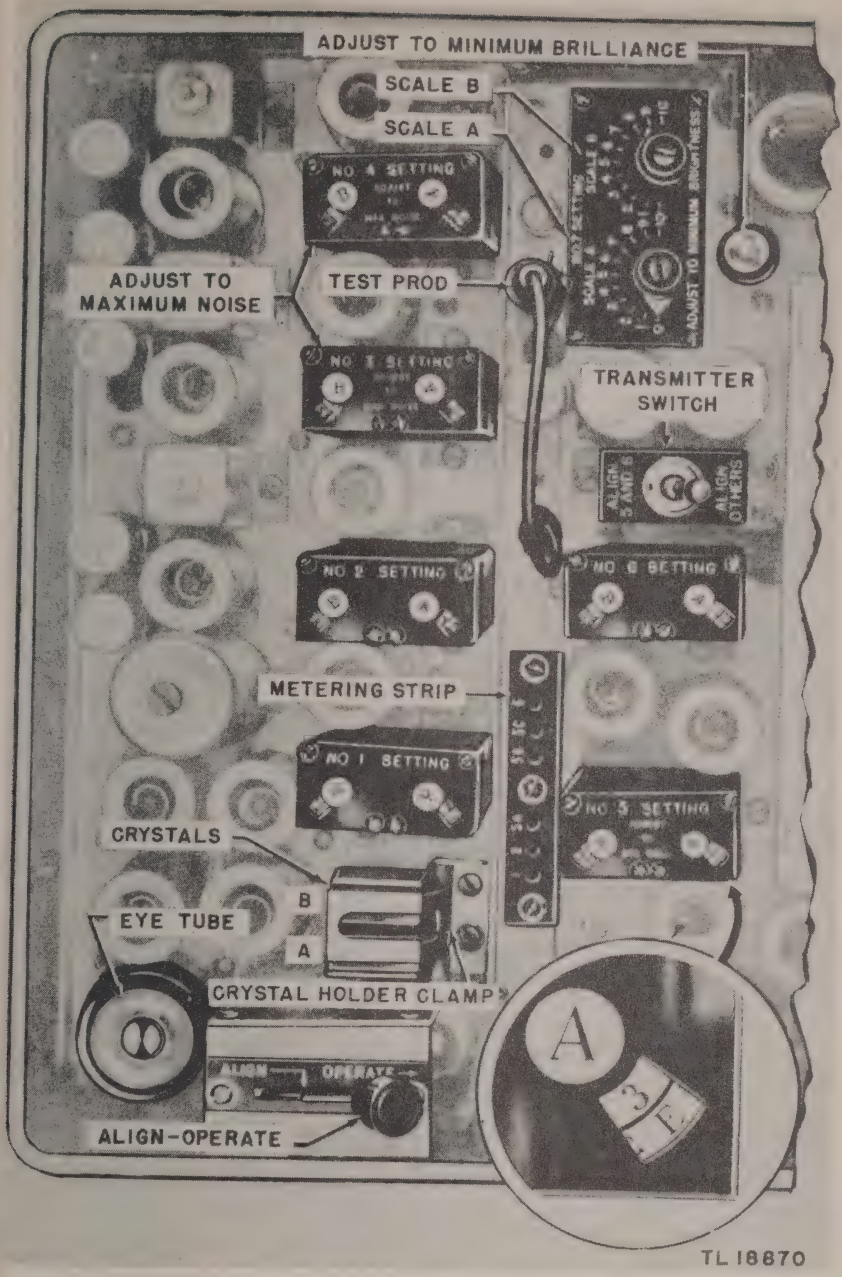

Figure 58. Receiver-Transmitter BC-1335, top view of chassis, components used in presetting.
m. Set all counters to I-6 and install (fig. 51). Make sure they operate freely and without binding. Be sure that counters labeled A are in the proper position as indicated by the illustration in the top cover of Receiver-Transmitter BC-1335 or in figure 58.
NOTE: Counters on SETTING No. 1 through No. 6 are calibrated by numbers and letters seen through windows beside knobs labeled A and B on top of r-f coil metal shields (fig. 58). Numbers are on the inside, or smaller dial. The turning ratio is approximately 8 to 1, which means that eight numbers will pass the counter window before one letter is changed. Turn the knob either left or right, whichever is nearest the new setting.